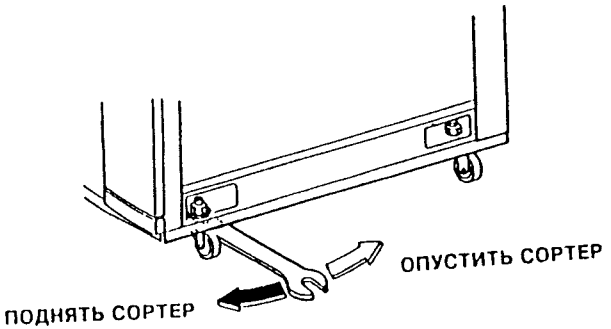

Рис. 6. Регулировка высоты сортера
7. Отрегулируйте высоту сортера (Рис. 6).